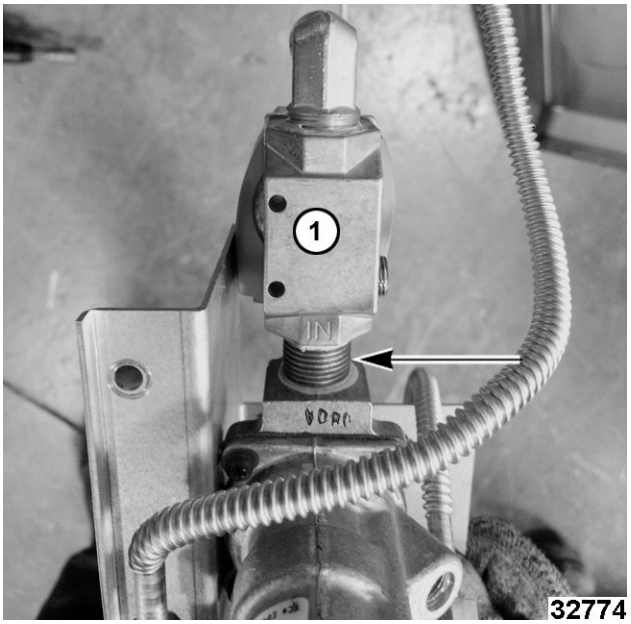

**Fig. 42**
3. Remove solenoid (1, Fig. 42) from pipe nipple.